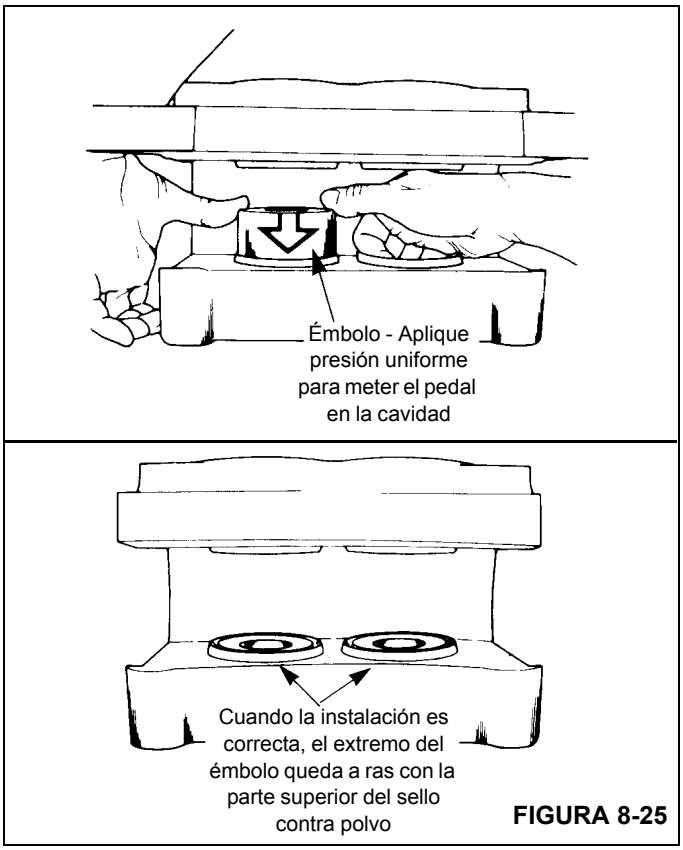

FIGURA 8-25
4. Instale los émbolos en la caja. Meta los émbolos por el lado de la caja con los forros. Compruebe que los émbolos estén derechos en las cavidades. Meta cada émbolo en la cavidad hasta que su parte superior quede a ras con la parte superior del sello contra polvo (Figura 8-25).